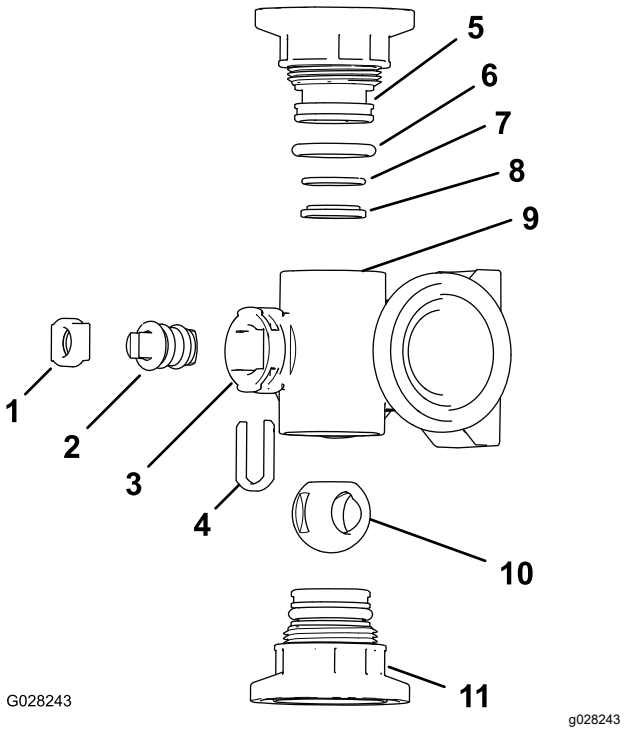
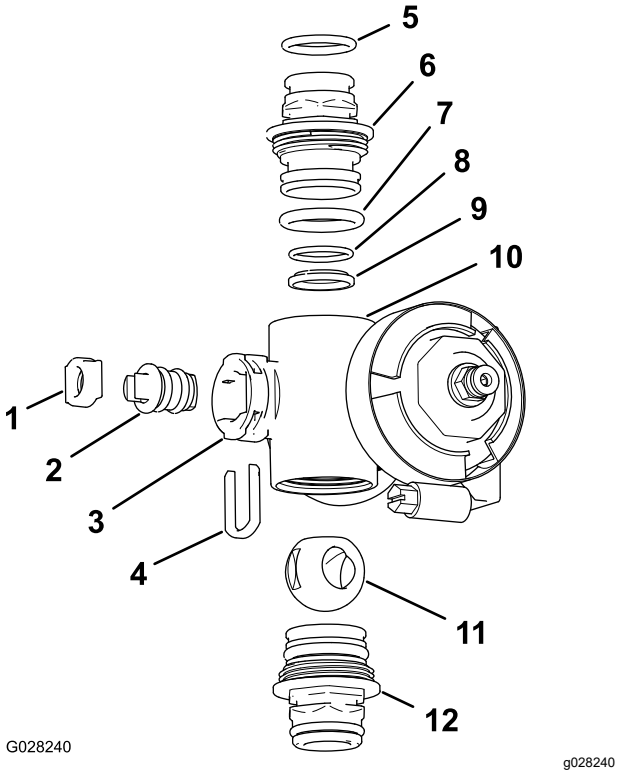

Figura 78
Figura 79
2. Retire los dos conectores de extremo de cada extremo del cuerpo del distribuidor (Figura 78 y Figura 79).
4. Retire el retén del vástago de las ranuras del orificio del vástago del distribuidor (Figura 78 y Figura 79).
5. Retire la horquilla de retención del vástago y el asiento del vástago del distribuidor (Figura 78 y Figura 79).
6. Retire el conjunto de vástago de la válvula desde dentro del cuerpo del distribuidor (Figura 78 y Figura 79).
1. Compruebe la condición de las juntas tóricas del conector de salida (distribuidor de la válvula de sección solamente), las juntas tóricas de los conectores de extremo, las juntas tóricas de los asientos, y los asientos de bola, en busca de daños o desgaste (Figura 78 y Figura 79).
2. Aplique grasa de silicona al vástago de la válvula e insértelo en el asiento del vástago de la válvula (Figura 78 y Figura 79).
3. Instale el vástago de la válvula y el asiento en el distribuidor y sujete el vástago y el asiento con el retén del vástago (Figura 78 y Figura 79).
4. Asegúrese de que la junta tórica del asiento y el asiento de la bola están alineados y asentados en el conector de extremo (Figura 78 y Figura 79)
5. Inserte el conjunto del conector de extremo en el cuerpo del distribuidor hasta que la brida del conector de extremo toque el cuerpo del distribuidor (Figura 78 y Figura 79); luego gire el conector de extremo 1/8 a 1/4 de vuelta más.